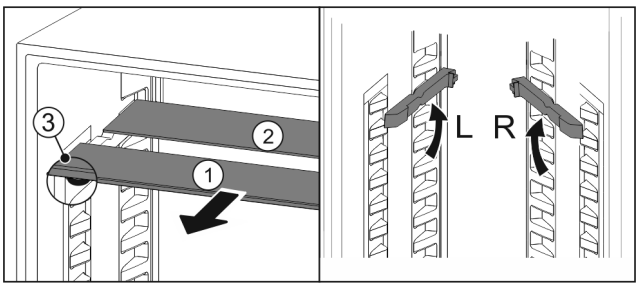

Fig. 149
- ▶ По одной извлеките *Fig. 149 (1)* стеклянные панели движением вперед.
- ▷ Стеклянная панель *Fig. 149 (1)* с декоративной планкой лежит спереди.
- ▷ Стопоры *Fig. 149 (3)* показывают вниз.